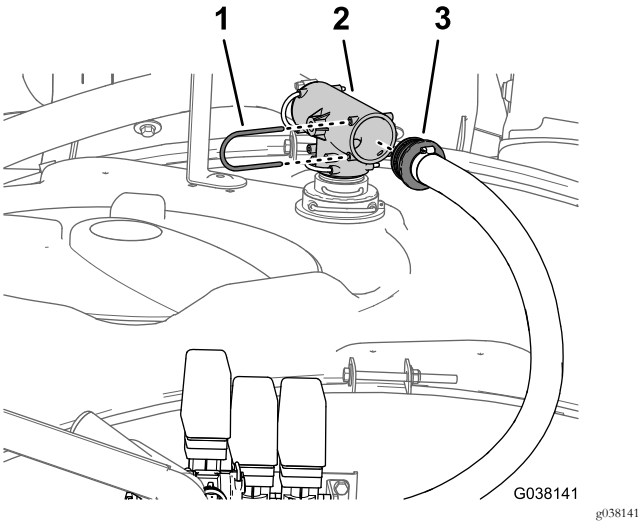

Figura 25
5. Na parte superior do depósito do pulverizador, retire a fixação que prende a união estriada reta ao tubo de distribuição na união em T (Figura 25).
6. Retire a união estriada reta da união em T (Figura 25).